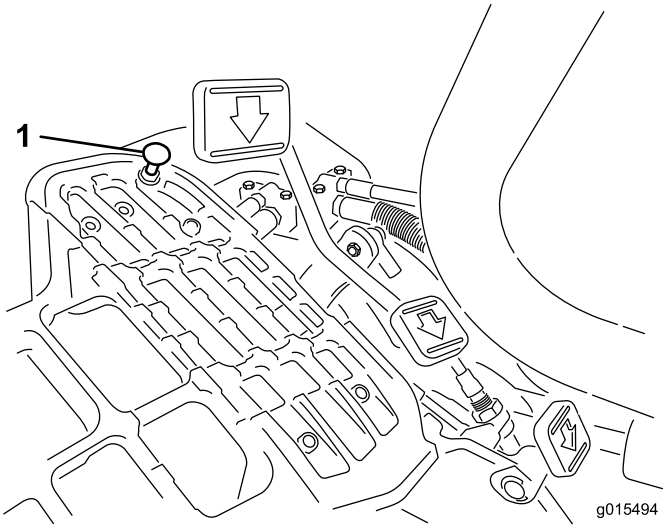

Figur 49
Du kommer upp i maximal transporthastighet genom att sätta funktionsreglaget i transportläget och trycka ned gaspedalen. Det behövs en justering om pedalen nuddar vid stoppet (Figur 49) innan anspänningen känns i kabeln:
1. Flytta funktionsreglaget till transportläget och lossa på låsmuttern som fäster pedalstoppet vid golvplattan (Figur 49).